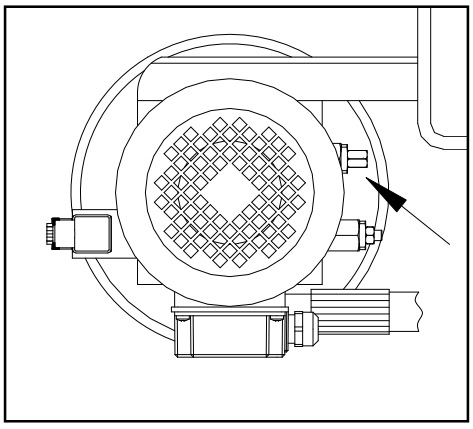

Fig. 11
• The maximum pressure valve (Fig. 11), located on the hydraulic oil power unit, will trip if the lift is overloaded.